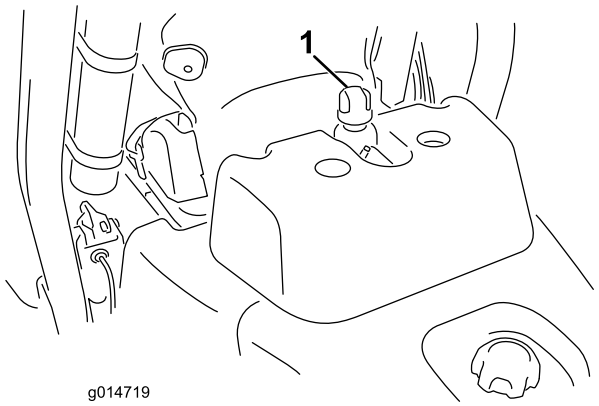

Figur 30
2. Ta lokket av tanken (Figur 30).